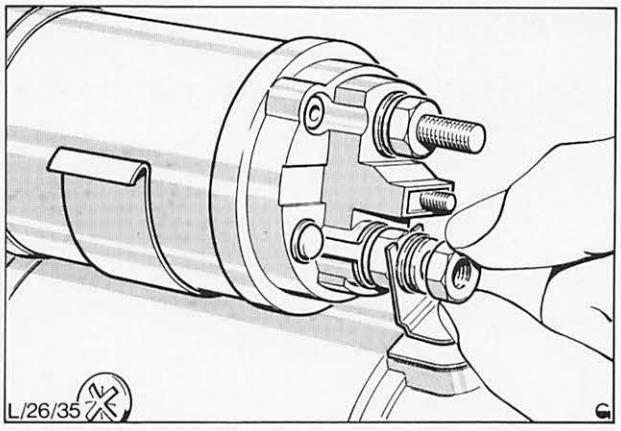

Abb. 38 Anlasser-Anschluß lösen
1. Anlasser in einen Schraubstock einspannen (Schutzbacken verwenden). Mutter und Scheibe, die den Anlasser-Anschlußstift am Magnetschalter-Anschlußstift (Markierung STA) festhält, abschrauben, Abb. 38.